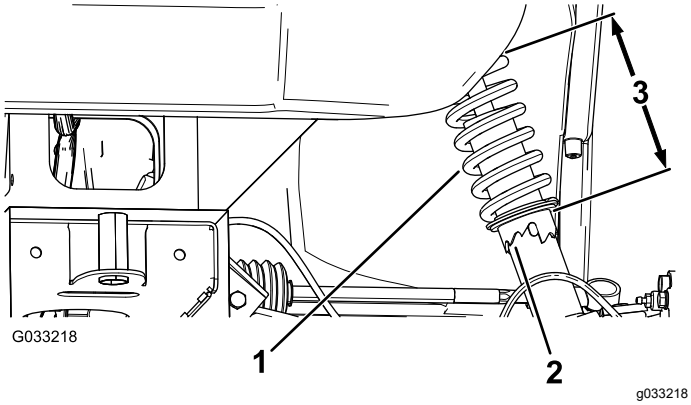

Figur 43
2. Justera hjulet till rätt riktning genom att rotera kragen på stötdämparen med rörtången om hjullutningen är felinställd (Figur 43).